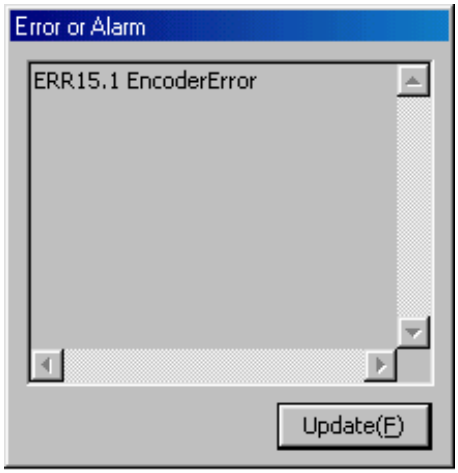

Figure 7.37 "Error or Alarm" dialog box
1) If an error occurs, "Error" is displayed in the error display text field. Click *"Error or Alarm (L)"* to display the "Error or Alarm" dialog box (see Figure 7.37). To reset an error status, click *"ErrReset (R)."*